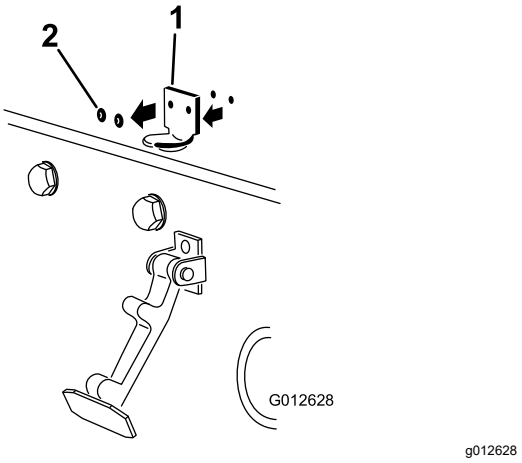

Figuur 12
2. Verwijder de (2) popnagels waarmee de beugel van de motorkapvergrendeling is bevestigd aan de motorkap (Figuur 12) en verwijder de vergrendelbeugel van de motorkap.